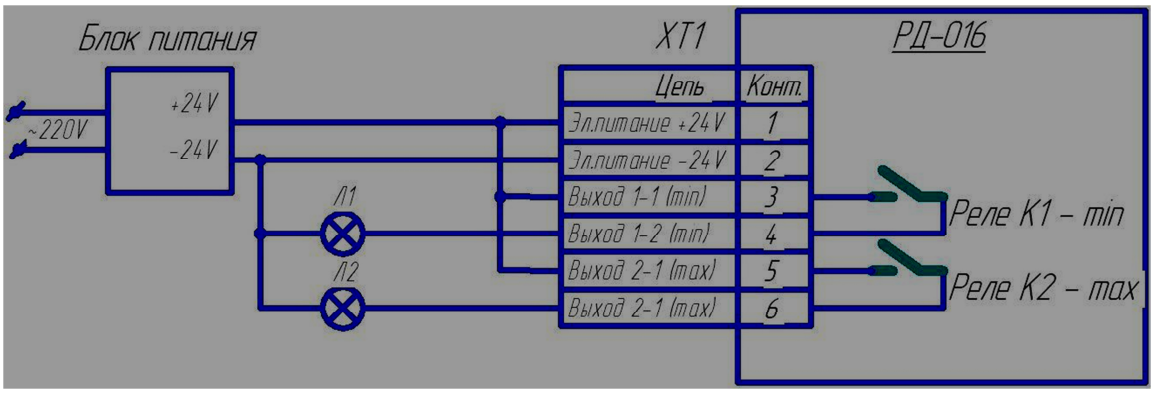

Рис. 4. Схема проверки работоспособности РД-016.
7.3. Кабели подключения реле к внешним цепям должны быть выполнены из многожильных медных проводов с сечением 0,5 мм^2. Вариант подключения питания показан на рис.4. При питании реле от источника постоянного тока 24 В к контакту 1 колодки ХТ 1 необходимо подвести плюс 24 В, а к контакту 2 колодки ХТ 1 – минус 24 В (общий провод).
9.3.1. Скоммутировать схему согласно рис.4, снять крышку; отвинтив 4 винта и подключить контакты колодки ХТ1 реле согласно схеме проверки.
9.3.4. Подать в рабочую полость воздух давлением, значение которого равно значению уставки «min», проконтролировать срабатывание светодиода «MIN» и включение лампы Л1 см.рис.4.
9.3.5. Подать в рабочую полость воздух давлением, значение которого равно значению уставки «max», настроить реле на требуемую точку срабатывания, контролируя включение индикатора «МАХ» и включение лампы Л2 см. рис.4.